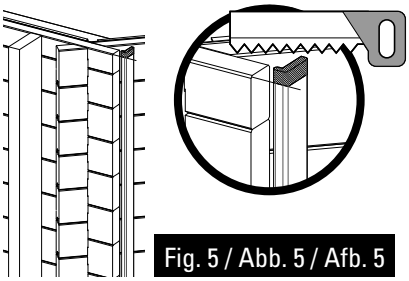
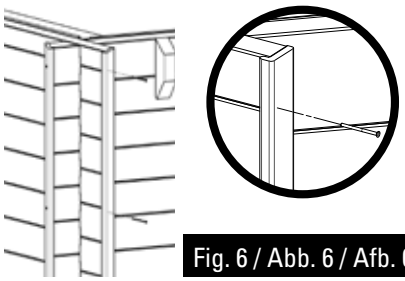

Fig. 5 / Abb. 5 / Afb. 5
Fig. 6 / Abb. 6 / Afb. 6
• Position the L trimming on the ends of the boards. • Cut off the excess part of the trimming according to the height of the pool if necessary (figure 5).
• Fix trimming L using 3 screws 4 x 60 uniformly distributed over the height of the piece (figure 6).
• Présentez le cache L sur les extrémités des madriers. • Coupez l'excédent de cache selon la hauteur du bassin si nécessaire (figure 5).
• Fixez le cache L à l'aide de 3 vis 4x60 également réparties sur la hauteur (figure 6).
• Legen Sie die Zierleiste L auf die Enden der Bretter. • Falls erforderlich, schneiden Sie das, was von der Zierleiste übersteht, je nach Höhe des Beckens (Abb. 5) ab. • Befestigen Sie die Zierleiste L mit Hilfe von 3 Schrauben 4 x 60 gleichmäßig auf der Höhe (Abb. 6).
• Plaats sierlijst L op de uiteinden van de planken. • Indien nodig, overtollige stukken van de sierlijst afsnijden, afhankelijke van de hoogte van het bassin (afbeelding 5). • Zet de sierlijst L vast met behulp van 3 schroeven 4 x 60 gelijkmatig over de hoogte verdeeld (afbeelding 6).
• Cut the supports of the ladder checking the dimensions as shown in figure 5 at the bottom part of the stepladder support and saw off the part you do not need. • Assemble the stepladder and position it as shown in figure 6.